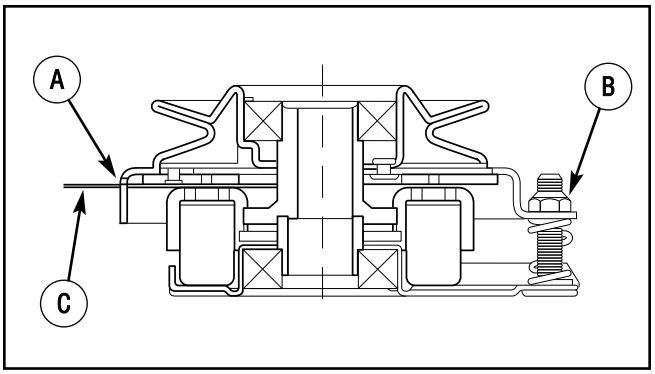

Figure 23: PTO clutch adjustment
3. Insert a .016”-.018” (0,40-0,45mm) feeler gauge **(C, Figure 23)** through each window, positioning the gauge between the rotor face and the armature face as shown.